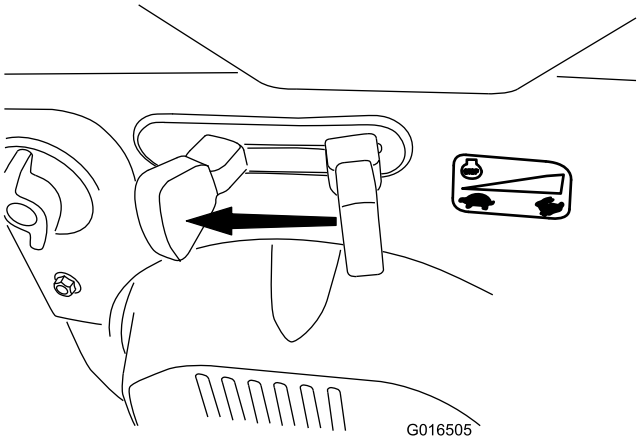

Rysunek 32
1. Ustaw przepustnicę w pozycji Wolno, a następnie w pozycji Stop (Rysunek 32), aby wyłączyć silnik. Silnik może być również zatrzymany poprzez przestawienie kluczyka zapłonu do pozycji środkowej.